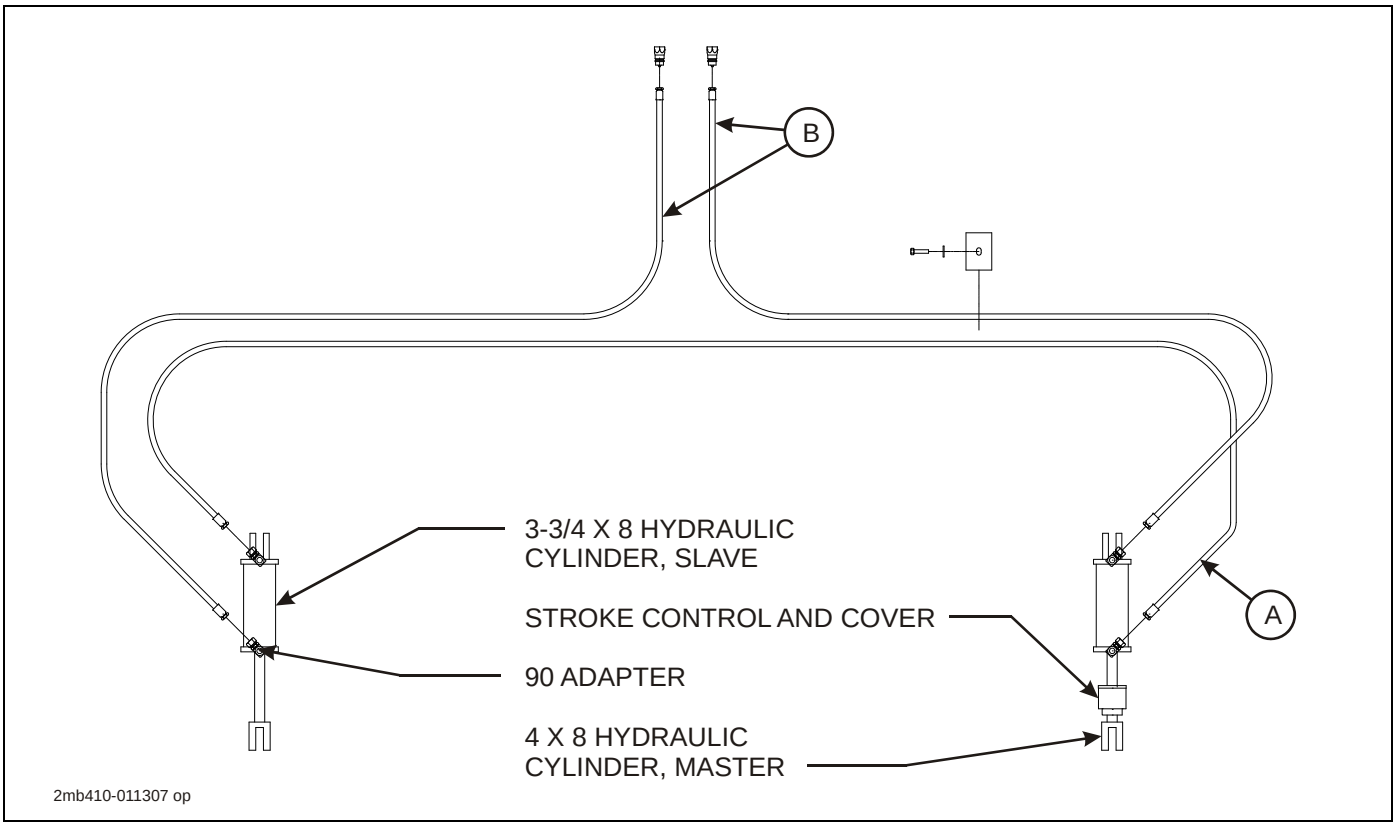

**Figure 3-6: Hydraulic Lift Assembly - Rigid Models**
6. Install hoses **(See Figures 3-6 and 3-7 and Table 3-1).**